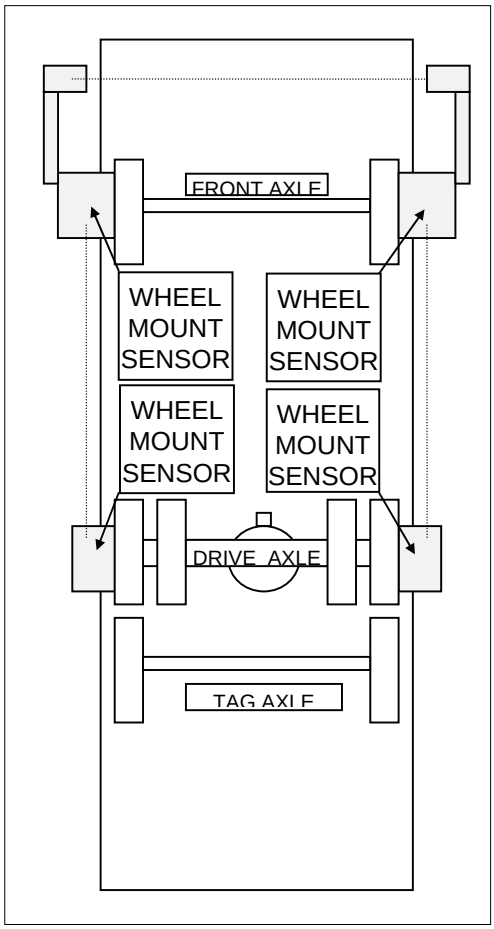
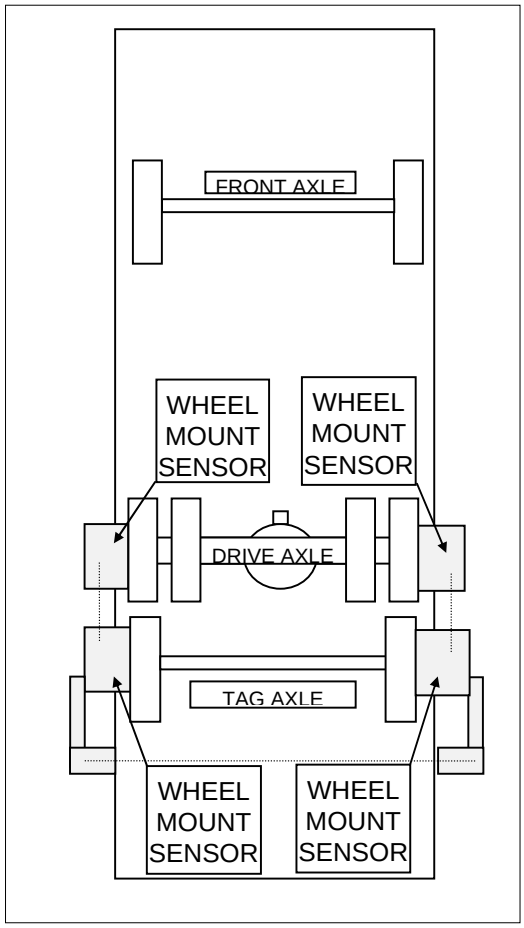

FIGURE 5: FRONT AND DRIVE AXLE ALIGNMENT
FIGURE 6: TAG AXLE ALIGNMENT
3. Install wheel mount sensors on front and drive axles (fig. 5). Adjust front axle according to appropriate specifications chart below.
Note : *See reference numbers on wheel mount sensors (fig. 5).*
- With the system installed as for front axle alignment (fig.5), adjust drive axle according to specifications' chart below.
- Remove and reinstall all wheel mount sensors on the drive and tag axles (fig. 6);
Note *: Reinstall wheel mount sensors as shown in figure 6. For example, the sensor from the right side of the front axle is mounted on the left side of the tag axle. For corresponding wheel mount sensor reference numbers, refer to figure 5.*